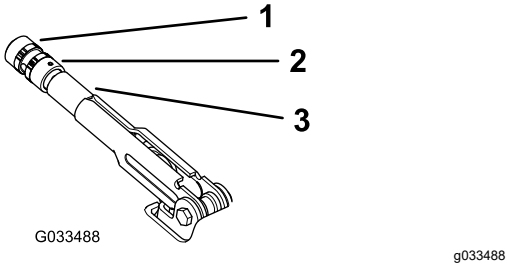

**Figura 53**
2. Afloje el tornillo de fijación que sujeta el pomo a la palanca del freno de estacionamiento (Figura 53).
3. Gire el pomo (Figura 53) hasta que se requiera una fuerza de 20–22 kg (45 – 50 libras) para accionar la palanca.
4. Apriete el tornillo de fijación cuando termine (Figura 53).